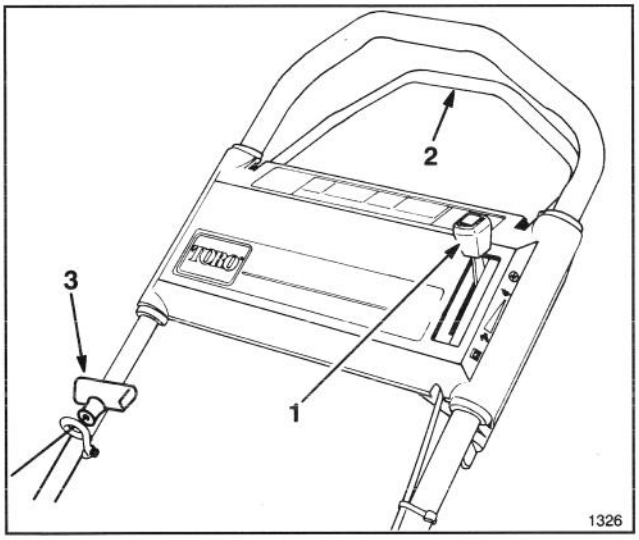

Abbildung 7
STEUERVORRICHTUNG — Gashebel, Antriebshebel (bei Modell mit Selbstantrieb) und Seilstarter befinden sich am oberen Griff (Abb. 7).
2. STARTEN—Den Gashebel auf CHOKE stellen (Abb. 7). Den Seilstarter soweit herausziehen, bis das Spiel überwunden ist. Dann fest anziehen, um den Motor zu starten. Startet der Motor, den Gashebel auf "schnell" oder die gewünschte Geschwindigkeit schieben.
3. STOPPEN (Abb. 7)—Zum Stoppen des Motors den Gashebel in die AUS-Stellung zurückschieben. Das Kabel von der Zündkerze abziehen, wenn der Mäher unbeaufsichtigt ist oder nicht verwendet wird.